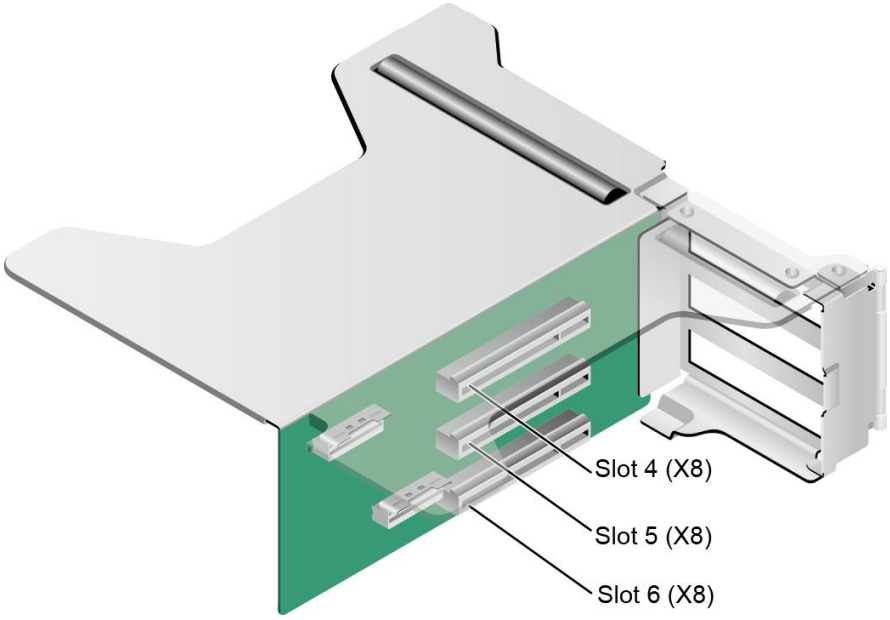
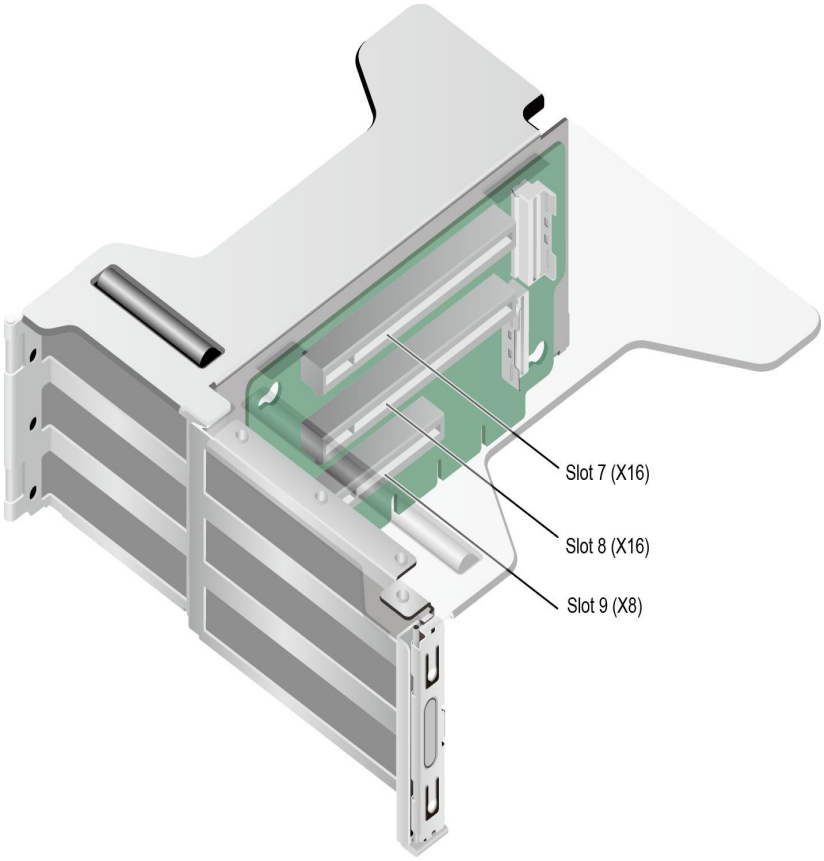

图 4-15 Riser 卡 2-1（3x8）
图 4-16 Riser 卡 2-2（1x8+2x16）
- IO 模组 3 支持的 Riser 卡如图 4-15 和图 4-16 所示，PCIe 槽位为 Slot 4~Slot 9。